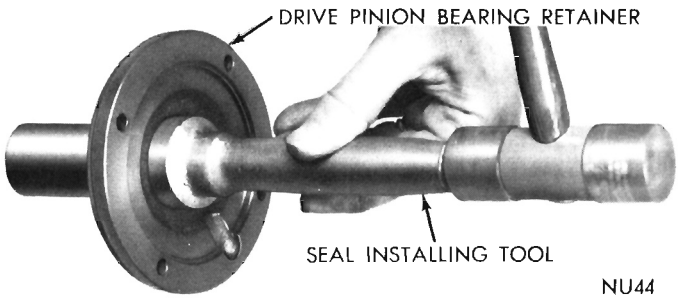

Fig. 37—Replacing Seal in Drive Pinion Bearng Retainer
(9) Using Tool C-3789 or C-3801 for heavy duty model (Fig. 37), install a new oil seal in retainer bore. Install main drive pinion bearing retainer and gasket. Coat threads with sealing compound, then install attaching bolts and tighten to 30 foot-pounds (Fig. 2).
(10) Start countershaft in its bore at rear of case. Raise countershaft gear until teeth mesh with main drive pinion gear. (Be sure thrust washers remain in position on ends of arbor and tangs aligned with slots in the case.)
(11) Align countershaft arbor with bores in case, then drive countershaft into the gear. Install the woodruff key. Continue to drive shaft into case until end of shaft is flush with rear face of the case. Remove arbor Tool C-3938.